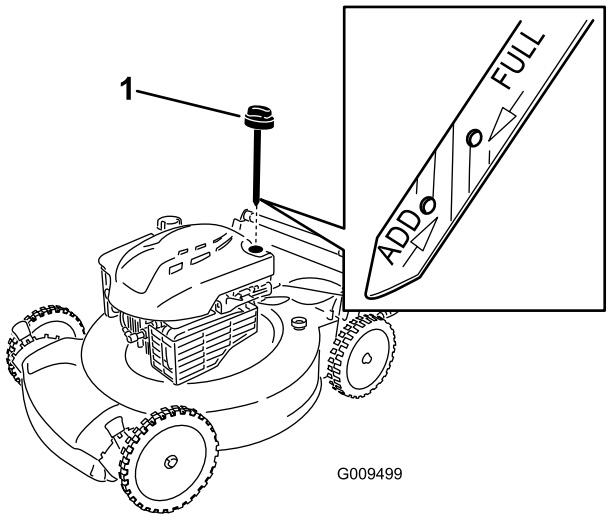

Figuur 6
2. Neem de peilstok eruit (Figuur 6) en giet ongeveer 3/4 van de capaciteit van het oliecarter in de vulbuis.
5. Haal de peilstok eruit en controleer het oliepeil; zie Figuur 6.